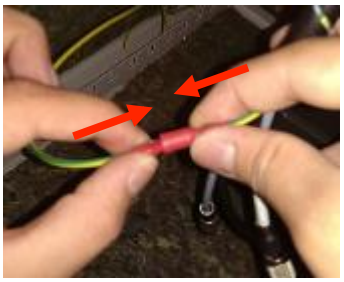

Abb. 2.12.1
1. Massenanschluss verbinden. Die beiden Enden halten und gegeneinander Pressen (Abb. 2.12.1).